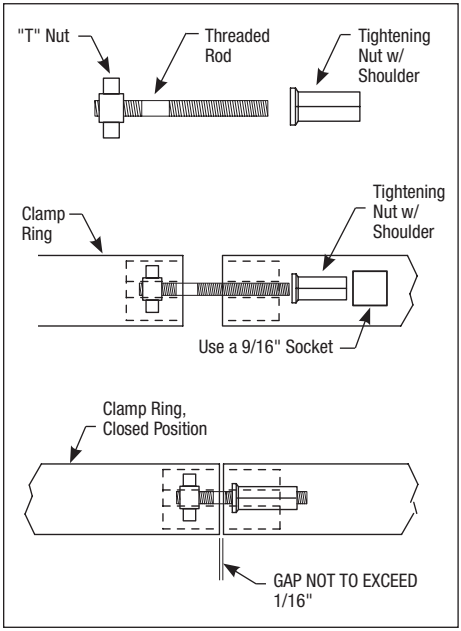

Figure 7. Filter Clamp Ring Assembly
4. Use a 9/16" socket on the tightening nut until the clamp ring halves touch each other, or are within 1/16", see Fig. 7 *but do not overtighten as the clamp can break*. If unable to tighten as indicated, do not operate the filter and *call a service technician immediately.*